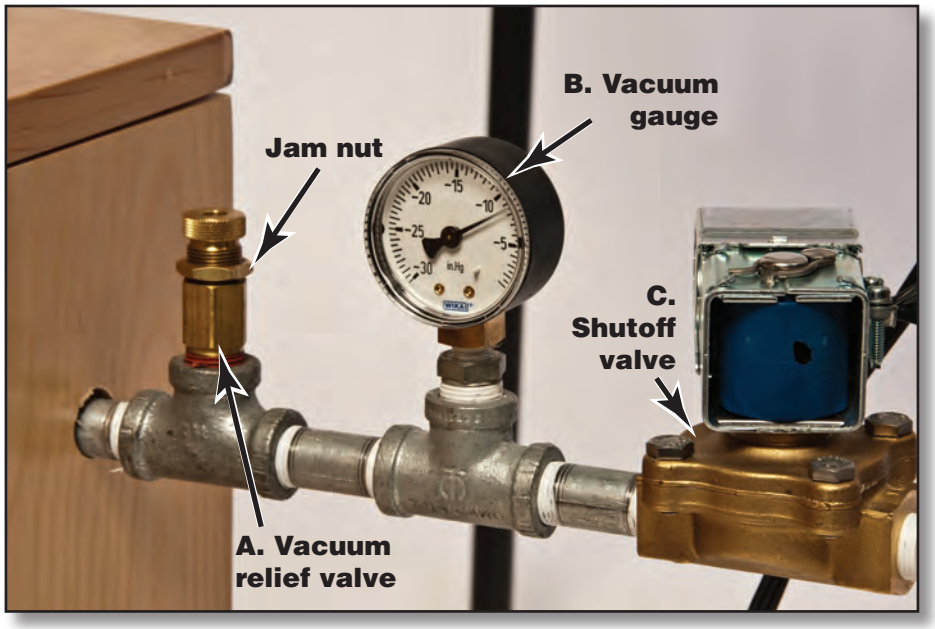
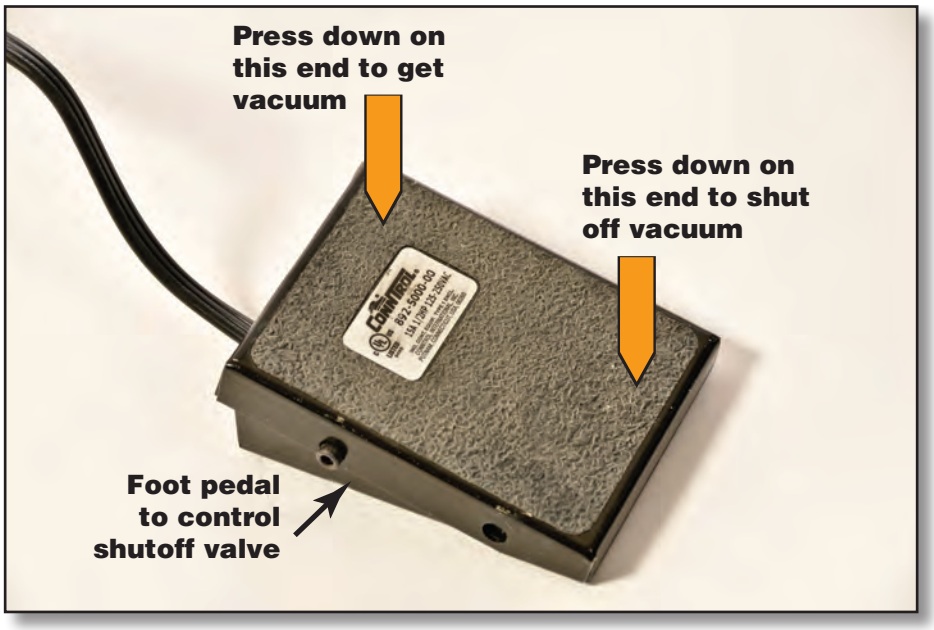

Figure 6—Vacuum control—adjustment, readings, on/off.
Figure 7—Foot pedal for vacuum control.
The electric motor and vacuum pump are connected to a vacuum relief valve (A), a vacuum gauge (B), and a foot pedal-actuated shutoff valve (C), as shown in figure 6. The foot pedal regulates vacuum control (figure 7). Turning the vacuum relief valve clockwise increases vacuum in the pickup head, while turning the vacuum relief valve counter-clockwise decreases vacuum. The jam nut secures the desired vacuum relief valve setting.